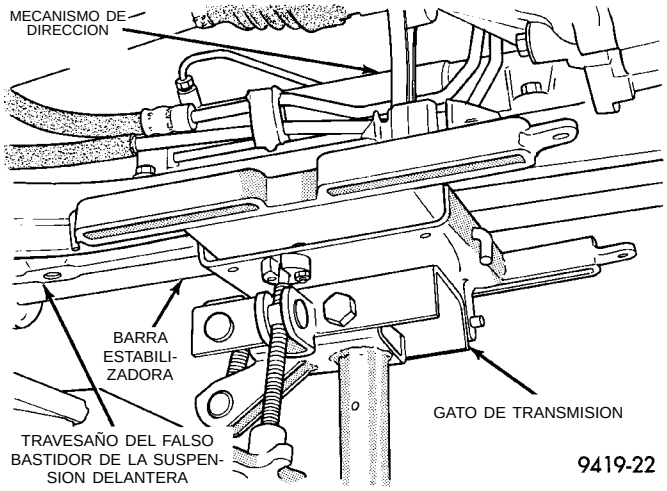

Fig. 12 Apoyo del travesaño de falso bastidor de la suspensión delantera
(11) Coloque un gato de transmisión debajo del centro del travesaño de falso bastidor de la suspensión delantera (Fig. 12). El gato de transmisión se utiliza para bajar, apoyar y elevar el travesaño de falso bastidor de la suspensión delantera cuando se retira el conjunto del mecanismo de dirección.